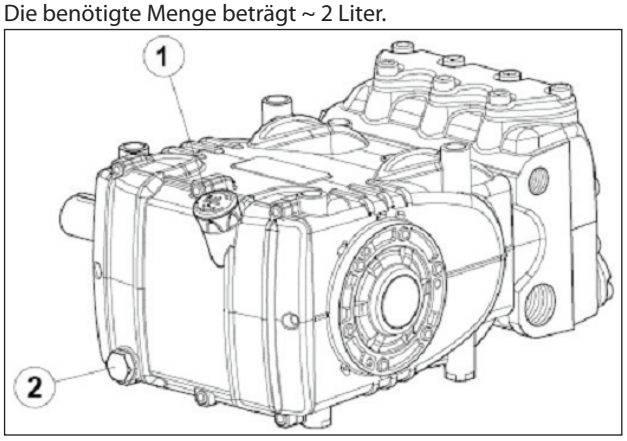

Abb. 3
Die Ölstandskontrolle hat mit der Pumpe auf Umgebungstemperatur zu erfolgen, für den Ölwechsel soll die Pumpe dagegen auf Betriebstemperatur sein. Entfernen Sie dazu den Ölmessstab, Pos. ①, und anschließend den Verschluss, Pos. ②, Abb. 3.